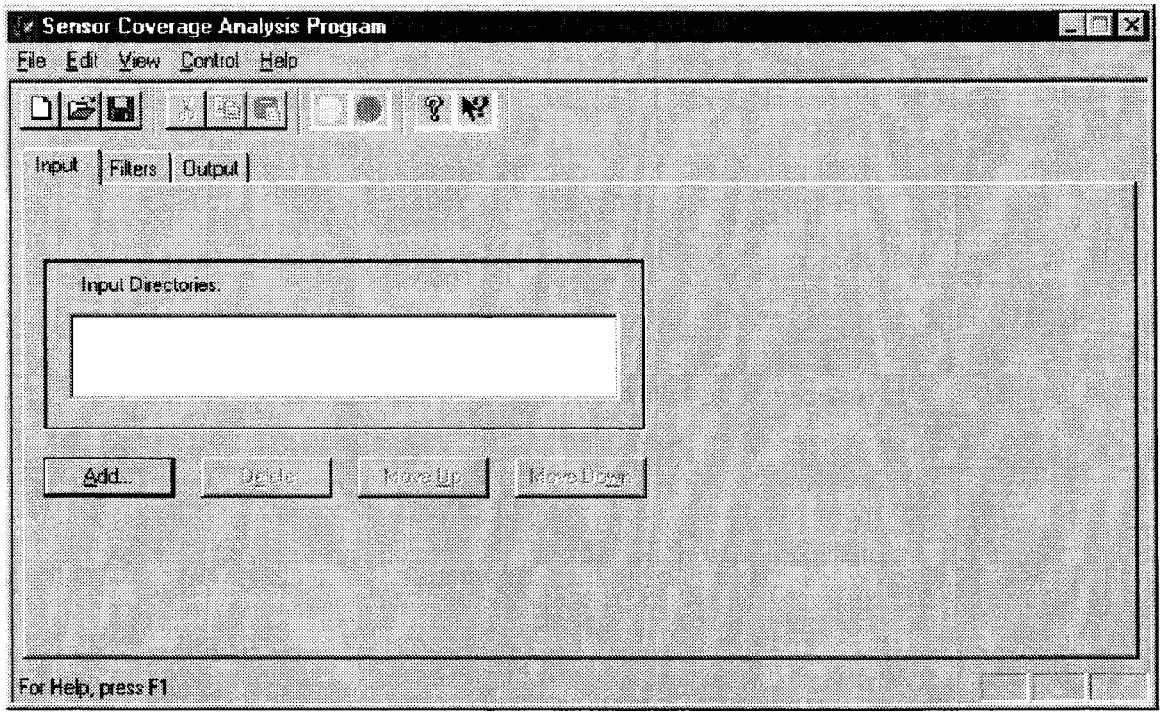

FIGURE 4-138C. SCAP INPUT DIRECTORY WINDOW
2. Observe the SCAP window (Figure 4-138C). This will open on the input tab.